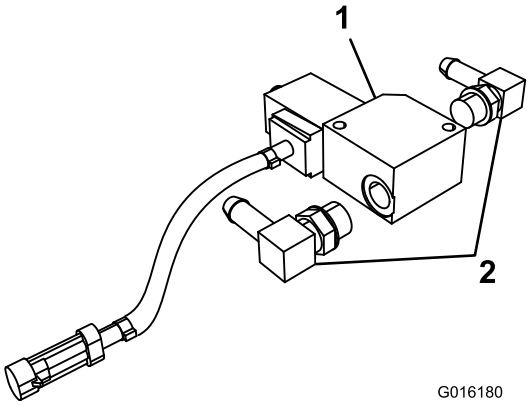

Figuur 4
14. Monteer 2 hydraulische fittings (van 90 graden) vooraan en achteraan de solenoïdeklep (Figuur 4).